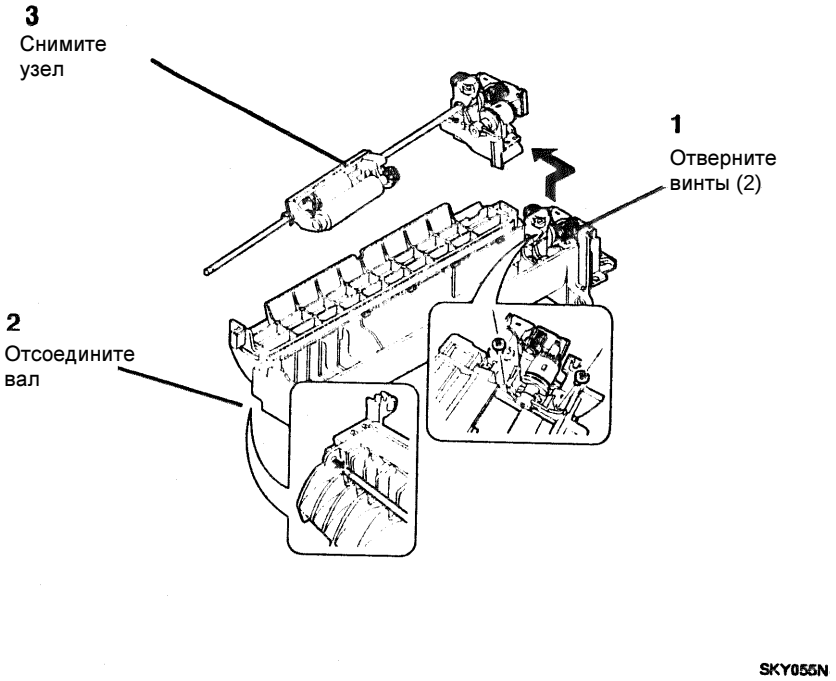

Рисунок 3. Снятие ролика подачи вместе с валом
4. (Рисунок 3): Снимите ролик подачи вместе с валом.